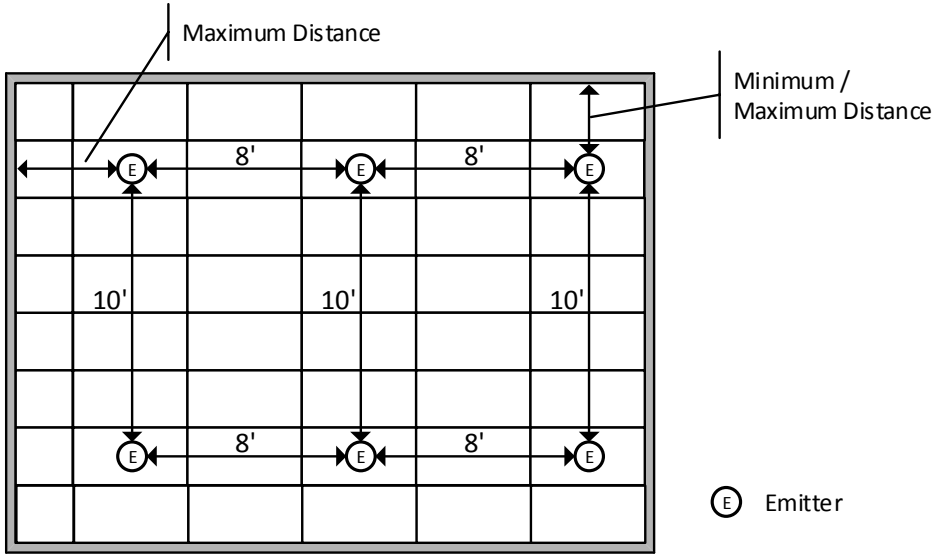

Figure 15. 10' x 8' room layout with 2'x4' ceiling tiles
1. Determine emitter installation locations based on the system plan provided by the Design Team. Run cables from the controller to the first emitter location for each run per output (Figure 15). Label the cabling such that the location of the run is easily identifiable at the point of connection to the Qt X. For example: Output 1A - main office, Output 2A - Lobby, etc.